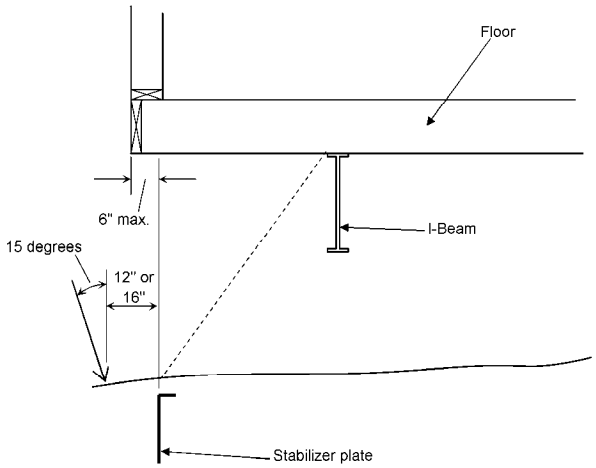

Figure 74. *Determining anchor and stabilizer plate location*
1. **Locate anchor**. Select a location for the anchor under the home but within six inches of the exterior wall (**Figure 74**). Aviod locations that will interfere with skirting.